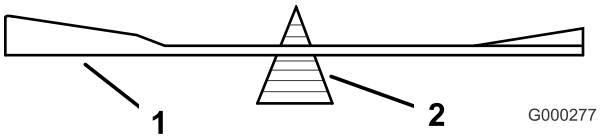
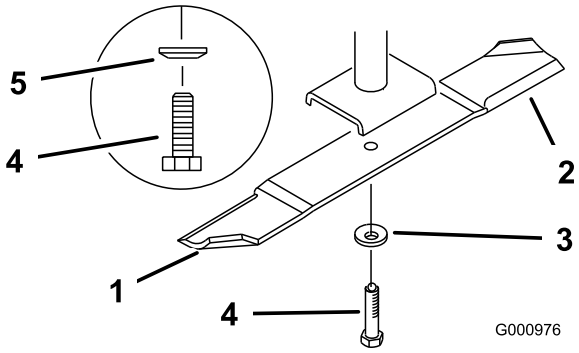

Figur 82
Figur 83
2. Fjern knivbolten, fjederskiven og kniven fra spindelakslen (Figur 83).
2. Kontroller skæreknivens balance ved at placere den på en afbalanceringsenhed (Figur 82). Hvis skærekniven forbliver i en vandret position, er kniven afbalanceret og kan benyttes. Hvis kniven ikke er afbalanceret, skal der slibes lidt mere metal af enden af sejlområdet (Figur 83). Gentag denne procedure, indtil kniven er afbalanceret.
1. Monter kniven på spindelakslen (Figur 83).
2. Monter fjederskiven og knivbolten. Fjederskivens konus skal installeres mod boltens hoved (Figur 83). Tilspænd knivbolten med et moment på 115–149 Nm.